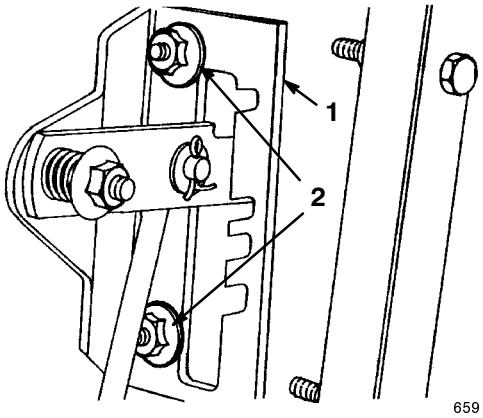
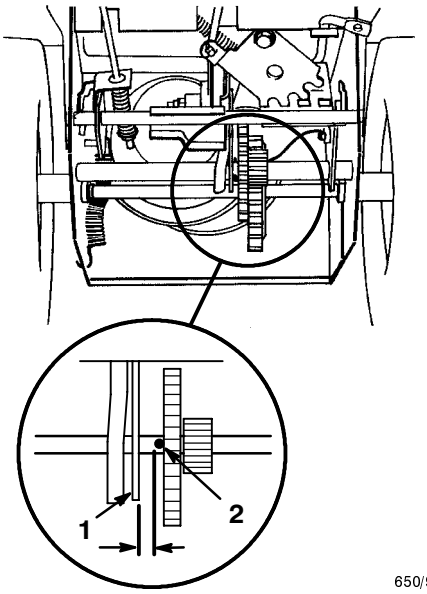

Figure 28
Figure 29
4. Loosen the flange nuts that secure the selector plate to the control panel (Fig. 28).
Note: The drive assembly should be 1/8 inch (3 mm) from the roll pin; if not, slide the selector plate (Fig. 28) until the gap is 1/8 inch (3 mm) (Fig. 29).